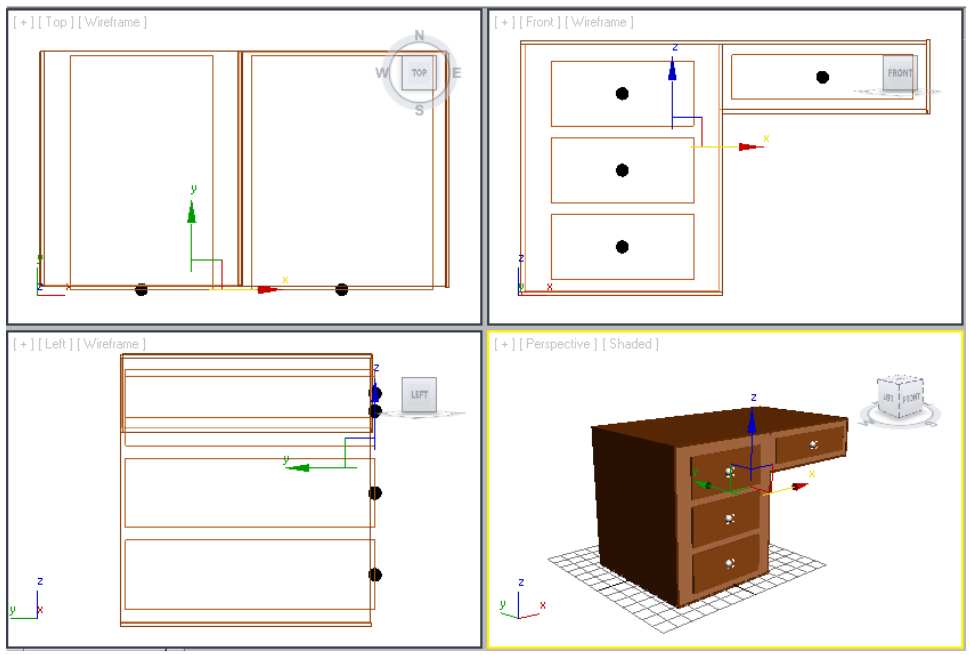

Figure 3-33 *Alignment of knobs in all viewports*
5. Activate the Front viewport by right-clicking on it and create three copies of *knob001* by using the **Clone Options** dialog box as described earlier; these are automatically named as *knob002*, *knob003*, and *knob004*. Next, align them in all viewports, as shown in Figure 3-33.